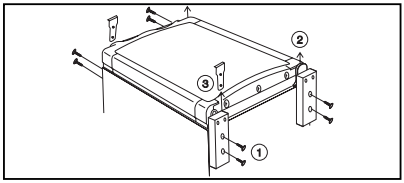

Figura 7.
9. Cambio del sentido de apertura de la puerta, (Figura 7)